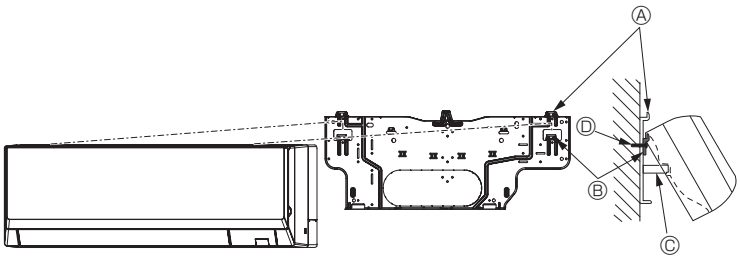

Fig. 3-13
- **When the indoor unit cannot be hanged and lifted up with the regular hook (the dimension of 2.1. Ⓚ (the clearance between the ceiling and the unit) is 75 mm or less), hang the unit on the lower hook for left piping. (Fig. 3-13)**
(Fig. 3-13)